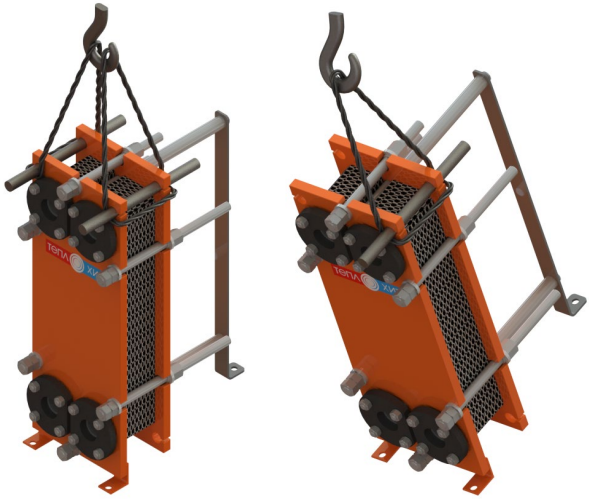

Рисунок 5. Схема строповки
2.2.1.4. При подъеме распакованного теплообменника следует пользоваться строповочными отверстиями в плите и станине, либо иными элементами рамы, предназначенными для строповки (Рисунок 5).